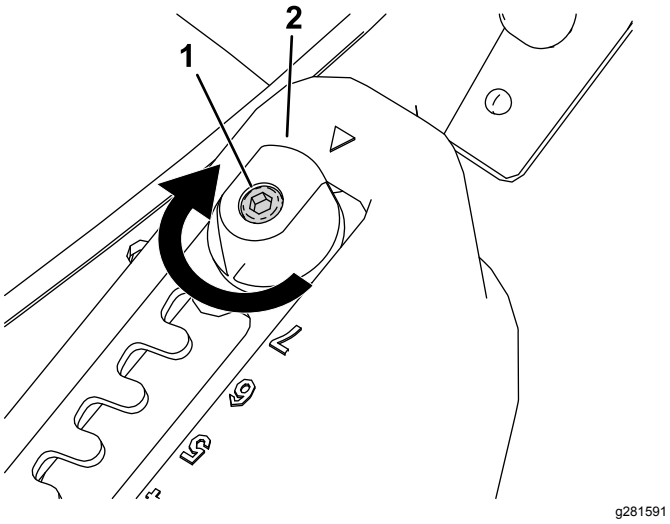
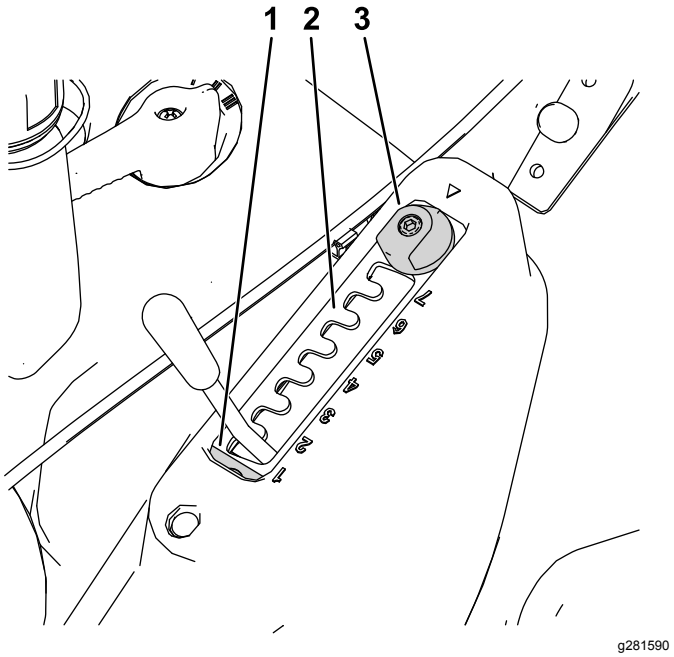

Figuur 12
Figuur 13
1. Zet de bevestigingsbout van het keuzeplaatje los met een inbussleutel (Figuur 12).
2. Draai het Matchcut afstelmechanisme 180° (Figuur 12 en Figuur 13).